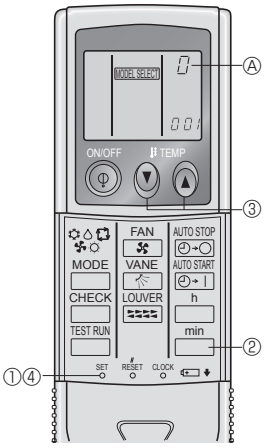

Fig. 6-4
4) Приписание пульта дистанционного управления отдельным приборам (Fig. 6-4)